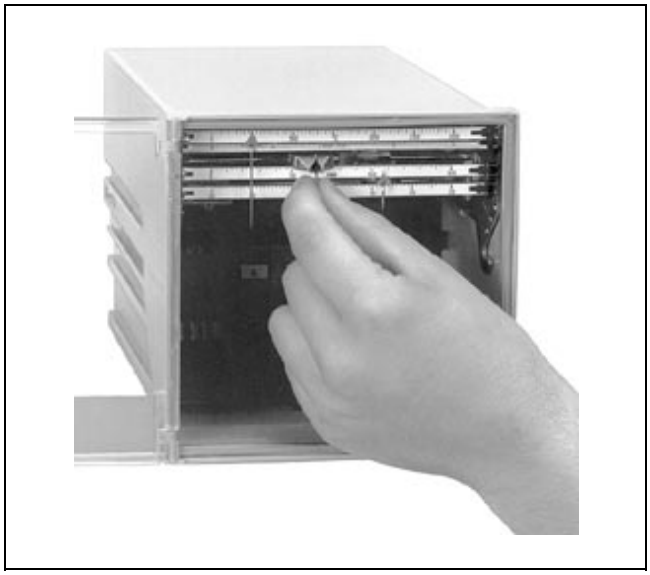

Fig. 8 Fitting the fibre pen
(see Fig. 8)
2. Fit fibre pen acc. to Fig. 8.